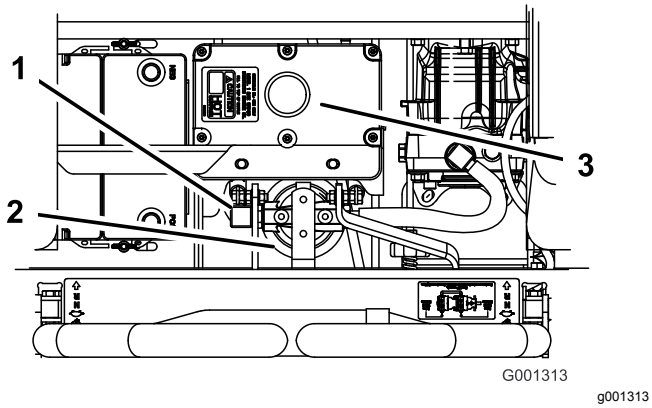

Bild 79
4. Nehmen Sie den rechten Hydraulikschlauch ab, der im Adapter endet (Bild 79).
6. Befestigen Sie die rechte Hydraulikleitung am Adapter (Bild 79).